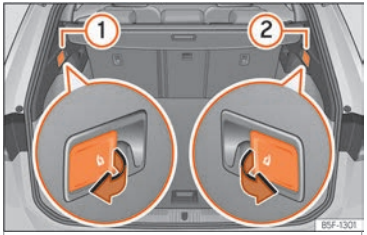

Fig. 119 En el maletero: palancas para desbloqueo del respaldo trasero.
- Tire de la palanca de desbloqueo a distancia de la parte izquierda ››› fig. 119 ① o derecha ② del respaldo en el sentido de la flecha. La parte desbloqueada del respaldo trasero se abate automáticamente hacia delante.